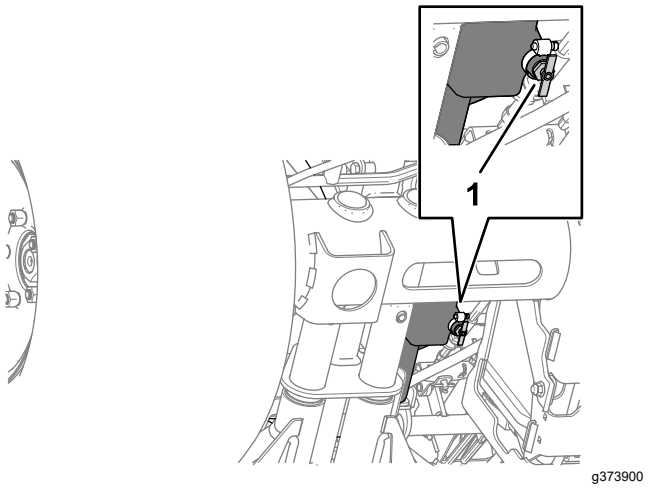

**Figuur 86**
2. Zet een opvangbak onder het aftapventiel van de brandstoftank (Figuur 86).